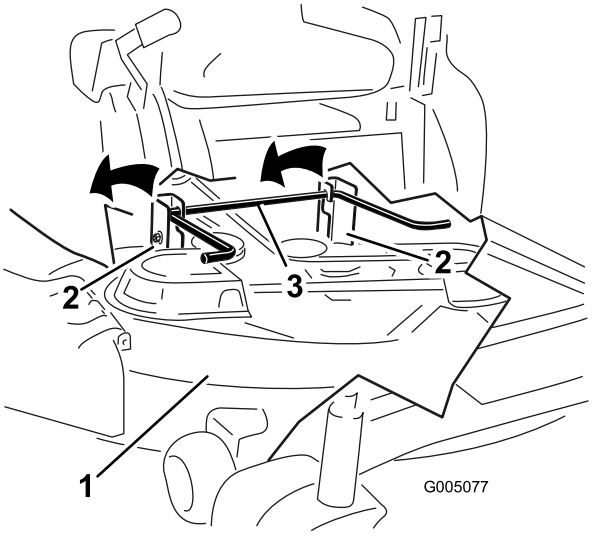

Figuur 66
6. Hef het maaidek en de ophangbeugels op van de achterste hefstang en laat het maaidek voorzichtig neer op de grond (Figuur 66).
5. Hef de achterkant van het maaidek op en leid de ophangbeugels over de achterste hefstang (Figuur 66).